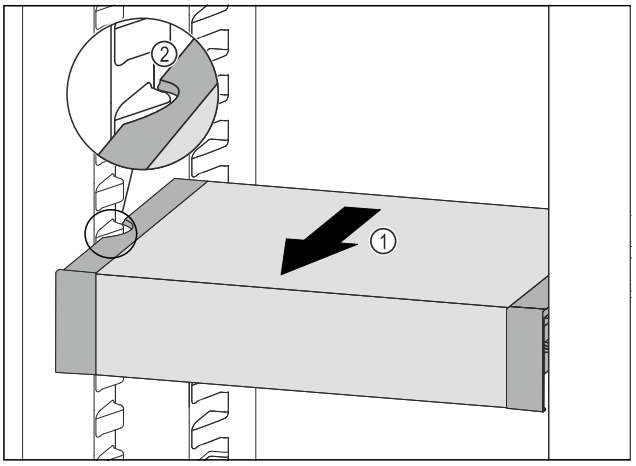

Fig. 148
▶ Tire del VarioSafe hacia delante *Fig. 148 (1)* hasta que los huecos laterales del VarioSafe se encuentren a la altura de la nervadura del recipiente en el compartimento del frigorífico. *Fig. 148 (2)*